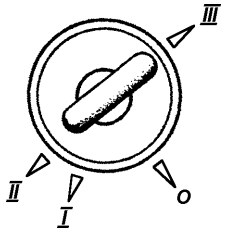

Рис. 3.4. Положение ключа в выключателе зажигания (наименование позиций см. в тексте)
36 -выключатель зажигания (УАЗ-315143, УАЗ-315148 - выключатель пуска двигателя) (рис. 3.4). Выключатель замка зажигания закреплен на рулевой колонке болтами с отрывной головкой для предотвращения демонтажа замка зажигания с противоугонным устройством обычными ключами. На заводе головки болтов не отрываются с целью сохранения возможности снятия замка с рулевой колонки в предпродажный период. Потребитель должен сам принять решение о необходимости отрыва головок болтов.
После включения зажигания (см. рис. 3.4) контрольная лампа I (см. рис. 3.1) включения иммобилайзера загорается на 1,5 секунды в тестовом режиме. Затем, до пуска двигателя сигнализатор индицирует состояние противоугонной системы:
-включите зажигание одним из зарегистрированных ключей, повернув его в положение I (см. рис. 3.4)
-в течение 10 секунд после включения выключите зажигание, повернув ключ в положение 0 (см. рис. 3.4);
-включите зажигание одним из зарегистрированных ключей, повернув его в положение I (см. рис. 3.4) выключателя зажигания;